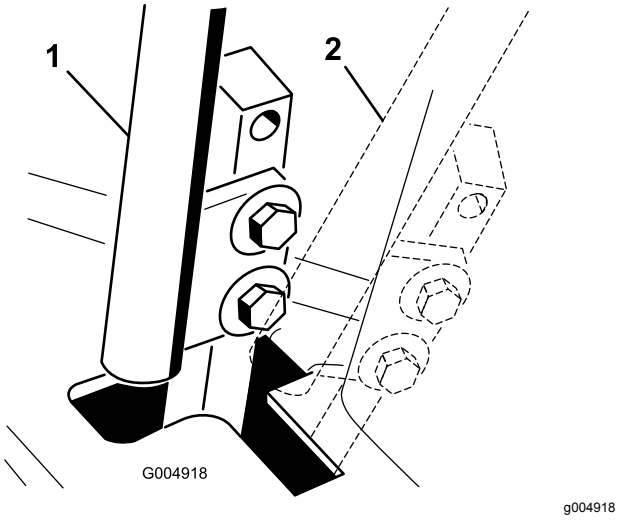

図 51
4. コントロールレバーをニュートラル位置にする**ロック位置にはしない**図 51。
6. コントロールレバーと、コンソールのノッチとの位置関係を見る図 51。